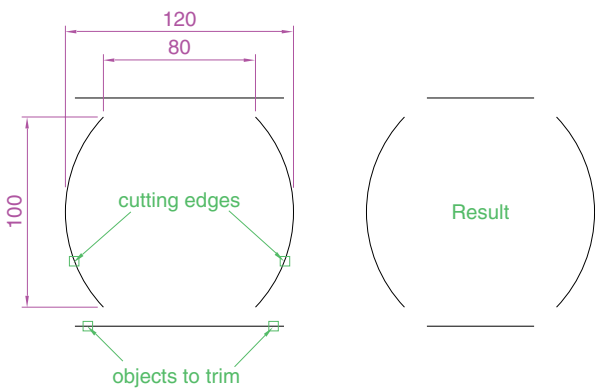

Fig. 5.32 Second example – **Trim**
Second example – Trim (Fig. 5.32)
1. Construct the left-hand drawing of Fig. 5.32.
3. Repeat for the other required trims. The result is given in Fig. 5.32.